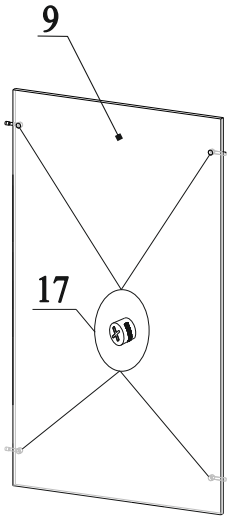

Рис.8
16. В отверстия на деталях 9 вставить эксцентрики 17 стрелками к торцевым отверстиям (рис.8);